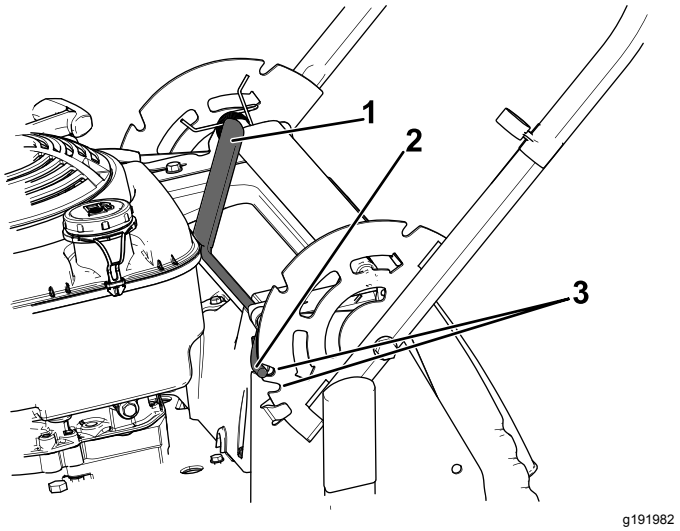

Figure 15
1. Tirez le levier de blocage du guidon vers l'arrière pour désengager les goupilles de blocage du guidon (Figure 15).
2. Faites tourner le guidon et alignez le cran voulu dans le support de guidon avec les goupilles de blocage du guidon ; voir Figure 15.